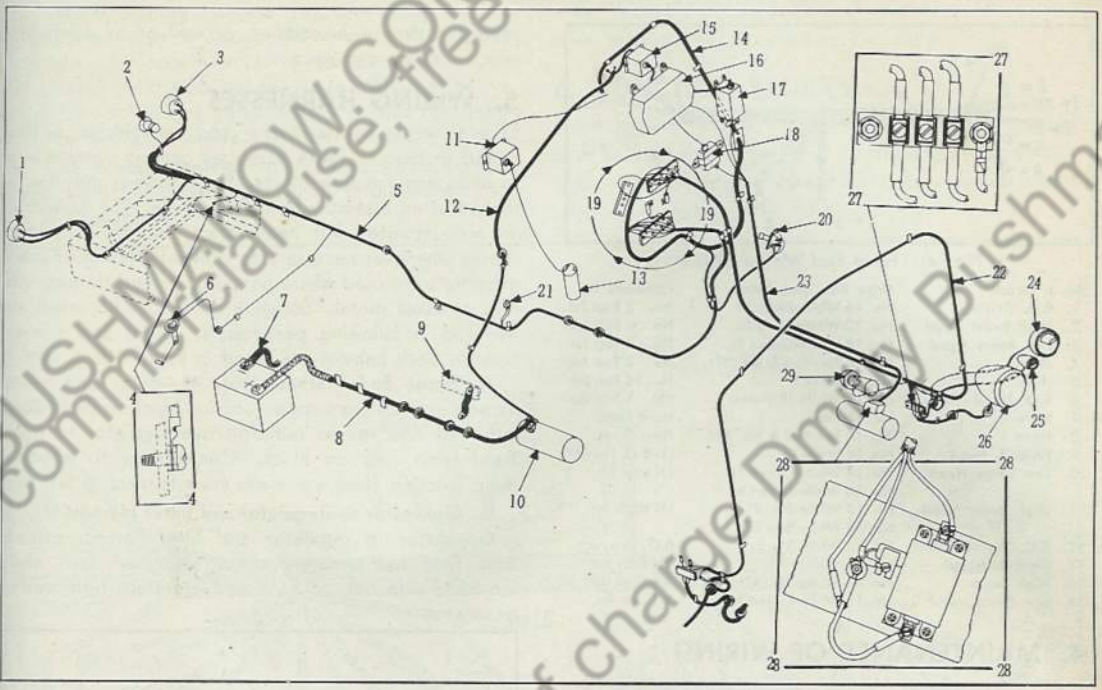
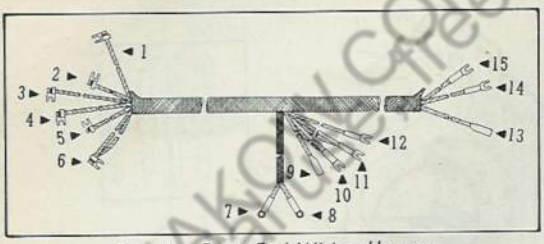

Fig. 3. Schematic Wiring Harness Diagram
Fig. 4. Front End Wiring Harness
22. Front End Wiring Harness (See Fig. 4)
Several wiring harnesses are used on vehicles, as illustrated in Fig. 3. These harnesses contain various wires to units and junction blocks. Each harness may be removed as an assembly from the vehicle. The assemblies are well insulated with heavy loom, and are clipped to chassis whenever necessary to prevent chafing. Rubber grommets are used where harnesses extend through side rails or sheet metal. Location of various harnesses are itemized in following paragraphs. Wires and connections in each harness are listed in Figs. 4, 5, 6, and 7.
A. Front End Harness (Fig. 4)—Front end wiring harness extends from upper junction block on dash, along left-hand side rail to radiator, over radiator to right-hand lamp junction block. Connections to left-hand lamp junction block are made from harness at left side.